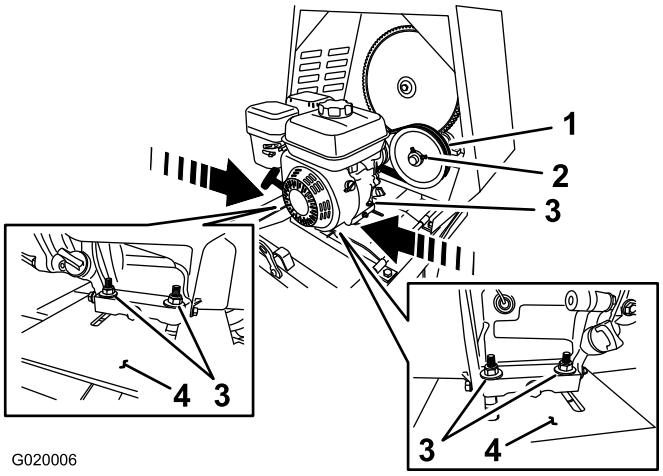

Figura 69
B. Afloje los pernos y las tuercas que sujetan el motor a la chapa del motor (Figura 69).
- **Para aumentar la holgura**–**Aleje** el motor de la polea tensora (Figura 69).
- **Para reducir la holgura**—**Acerque** el motor a la polea tensora (Figura 69).